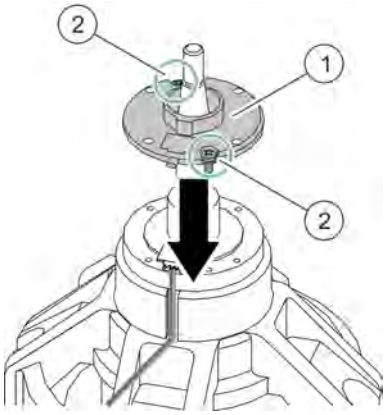

Fig. 36: Mounting the speed sensor
1. Insert the speed sensor (*Fig. 36*/1).
2. Insert Phillips screws in the speed sensor and firmly tighten (*Fig. 36*/2).